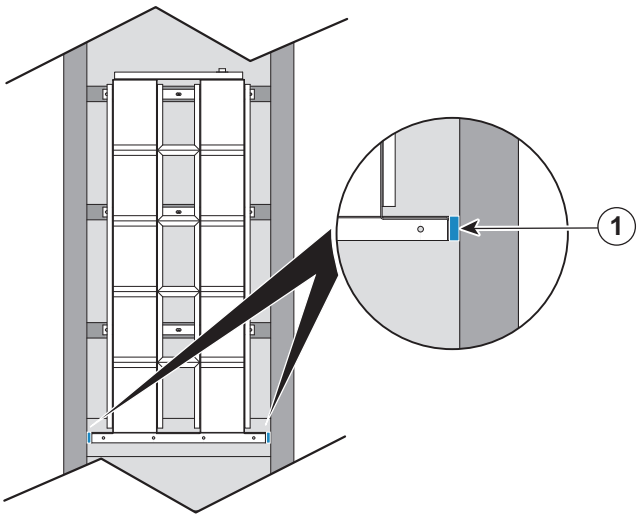
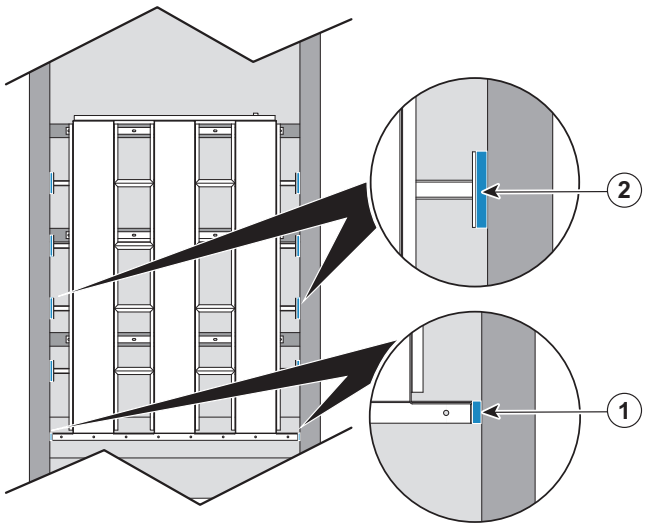

Figure 16 Fixed Rectangular Weir without side supports
Figure 17 Fixed Rectangular Weir with side supports
a. Sized such that the gap between the channel wall and weir vertical flanges is less than 6mm (1/4 inch), install shims to fill the gap (Item #1, Figure 16 and Figure 17).
b. Sized such that the gap between the channel wall and weir vertical flanges is greater than 6mm (1/4 inch), install grout in the space between the vertical mounting flanges and the wall (Item #1, Figure 16 and Figure 17).
7. Install grout between wall and support flanges. Refer to Item #2 in Figure 17.